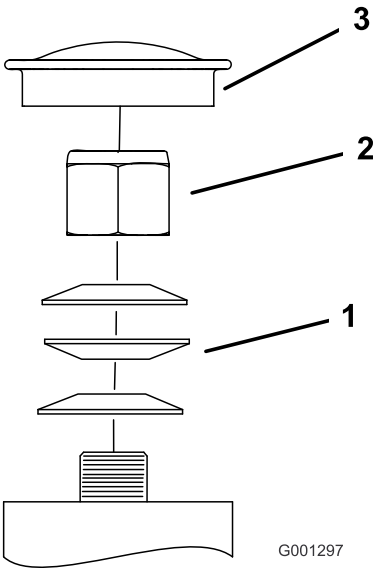

Figuur 63
3. Verwijder de stofkap van het zwenkwiel en draai de borgmoer aan (Figuur 63).
4. Draai de borgmoer aan totdat de veerringen vlak liggen, en draai deze vervolgens een 1/4 slag terug om de voorspanning op de lagers correct af te stellen (Figuur 63).
Belangrijk: Zorg ervoor dat de veerringen goed zijn geplaatst, zoals getoond in Figuur 63.
5. Plaats de stofkap (Figuur 63).